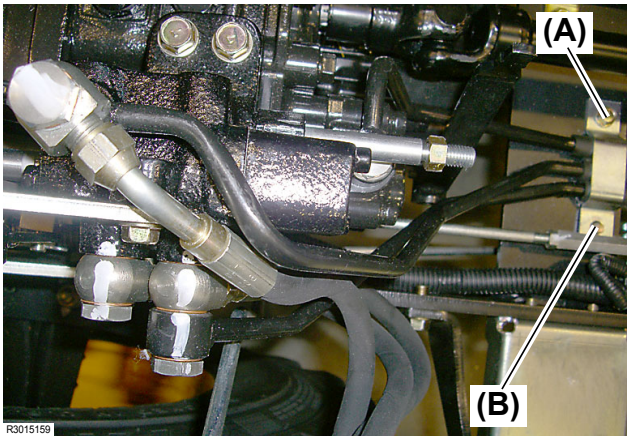

Fig. 7
6. Remove the M8 × 16 mm (L: 0.64 in.) bolt **(Fig. 7, (A))** and then remove the pipe clamp **(Fig. 7, (B))**.